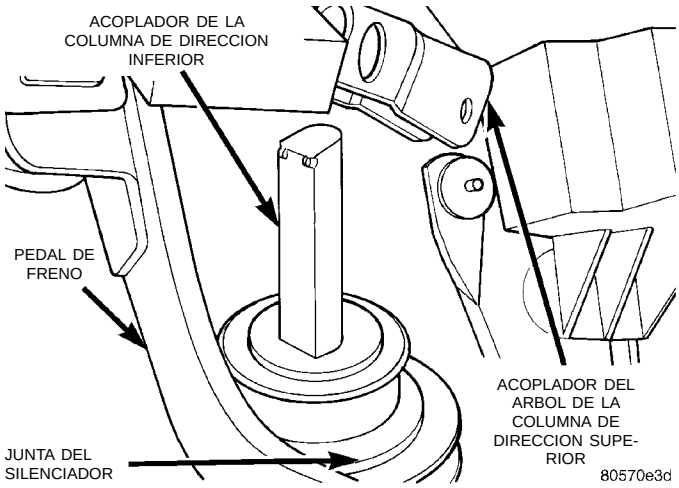
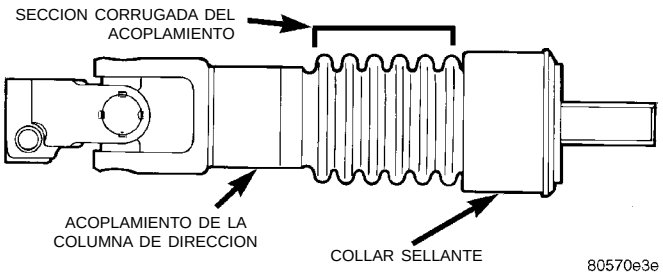

Fig. 4 Junta del acoplamiento de la columna de dirección
Fig. 5 Inspección del acoplamiento de la columna de dirección
(3) Retire la junta del silenciador (Fig. 4) que cubre el acoplamiento de la columna de dirección.
(4) Inspeccione las siguientes áreas del acoplamiento de la columna de dirección por si estuvieran dañadas:
- Inspeccione el collar sellante en el acoplamiento de la columna de dirección (Fig. 5) para asegurarse de que no esté cuarteado, roto o dañado y que requiera el cambio del acoplamiento.
- Inspeccione la sección corrugada (Fig. 5) del acoplamiento de la columna de dirección para verificar si existe alguna de las siguientes condiciones u otra señal visible de desperfectos.
(5) Si no es necesario reemplazar el acoplamiento de dirección, instale nuevamente la junta del silenciador del acoplamiento de la columna de dirección (Fig. 4) en el vehículo.